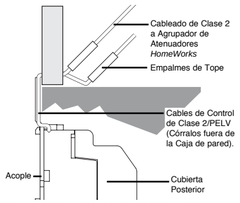

Figura 3: Conexión de Cable Clase 2
4. Haga una incisión en los cables violeta y gris del control de los cables de Clase 2/PELV conectado al HWI-H48. Use los empalmes de tope provistos (vea Figura 3). Empuje los cables de Clase 2/PELV y los empalmes de tope a través del orificio en el acabado de la pared. Esto provee la separación necesaria requerida por National Electrical Code®.